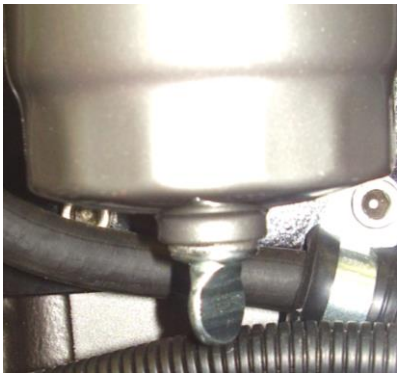

Figure 5-6: Primary Fuel Filter Drain Screw
- Loosen the drain screw located in the bottom of the fuel filter/water trap (Figure 5-6).